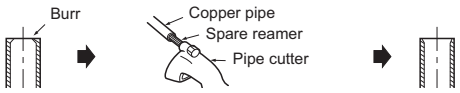

Fig. 3
2) Remove all burrs from the cut section of the pipe, ensuring that precautions are taken to avoid getting metal shavings into the piping. (Fig. 3)